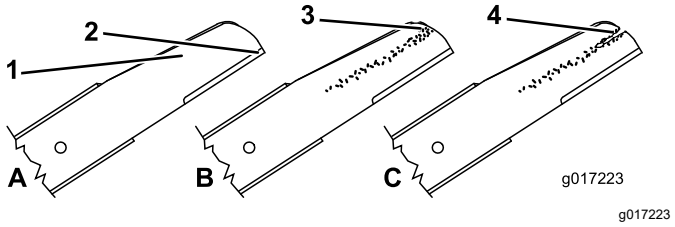

Figura 27
1. Inspeccione los filos de corte (Figura 27). Si los filos de corte no están afilados o tienen muescas, retire las cuchillas y haga que las afilen o cámbielas.
2. Inspeccione las cuchillas, especialmente la parte curva (Figura 27). Si observa cualquier daño o desgaste, o la formación de una ranura en esta zona, cambie la cuchilla inmediatamente por una cuchilla nueva.